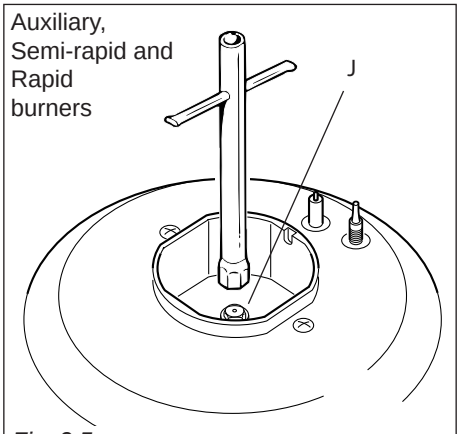

*Fig. 2.5*
- Using a wrench, substitute the nozzle injectors "**J**" (figs. 2.5, 2.6, 2.7) with those most suitable for the kind of gas for which it is to be used.